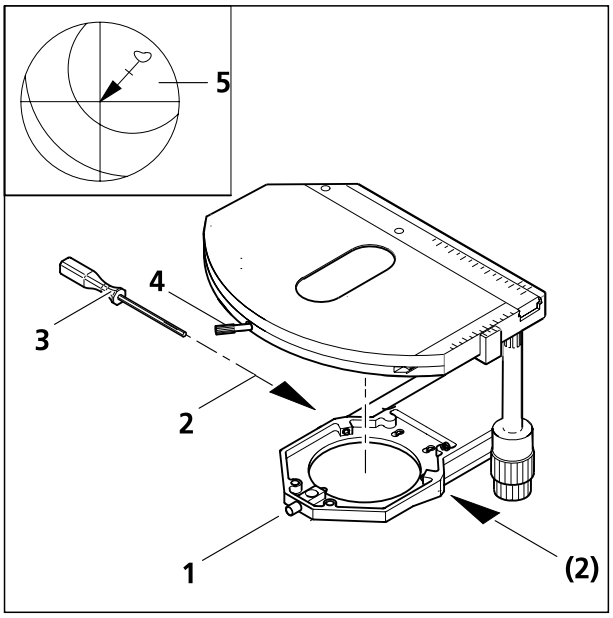

Bild 3-13 Drehbaren Kreuztisch zentrieren
Alle Tische sind werksseitig vorzentriert, d. h. bei der Tischdrehung bleibt ein eingestelltes Präparatdetail in der Bildmitte. Wandert das Detail bei der Tischdrehung aus der Bildmitte (Bild 3-13/**5**), so sollte eine Nachzentrierung, wie nachfolgend beschrieben, durchgeführt werden.
- Tischklemmschraube (Bild 3-13/**4**) und Schraubkappe des Tischträgers (Bild 3-13/**1**) lösen.
- Durch Drehen des Tisches maximale Präparatauslenkung (Bild 3-13/**5**, Pfeilanfang) zum Okularstrichkreuz ermitteln.
- Präparatdetail durch Verstellen der beiden Zentrierschrauben am Tischträger (Bild 3-13/**2**) mit je einem Sechskant-Schraubendreher SW 1,5 (Bild 3-13/**3**) um die halbe Pfeillänge in Richtung Strichkreuzmitte verschieben. Kontrollieren, ob bei erneuter Tischdrehung Präparatdetail auswandert, ggf. Zentriervorgang wiederholen.
- Nach Zentriervorgang Schraubkappe (Bild 3-13/**1**) wieder fest anziehen.